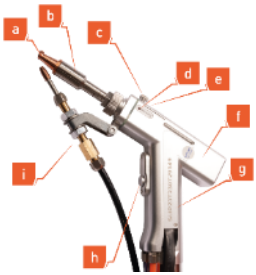

Figure 14, Laser torch
The Nuriş laser welding machine's torch is versatile and capable of performing laser welding, laser cutting, and laser cleaning tasks (Figure 14). The torch is connected to the laser welding system through an intermediary connection package. The wire drive system connection located under the torch allows it to be used for welding operations that require filler wire. The components of the laser torch are described in Figure 14. Laser torch:
- The QBH connector and collimator lens set (Figure 14-g) are cooled with coolant.
- Has an easy-to-remove protection glass and holder (Figure 14-c).
- Equipped with a scale tube (Figure 14-b) to adjust the focal depth over the workpiece.
- Includes error and operational status LED indicators on the torch (Figure 14-d).